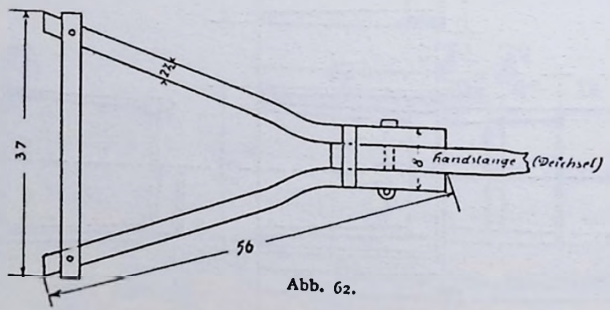

Abb. 62.
7. Für einen Handwagen ist das Vordergestell mit Deichsel zu erneuern. Ausführung in Rüster. (Siehe Abb. 62.)